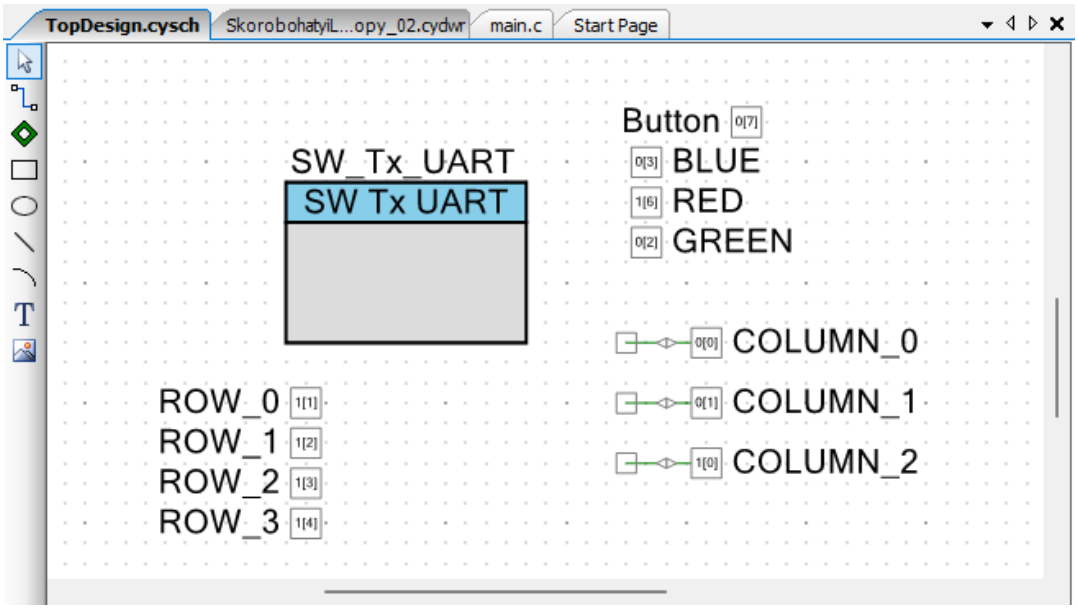

Рисунок 1 - Модифікація проєкту Лабораторної роботи No2
2. З каталогу Cypress додаємо на схему три Двонаправлені піни (Digital Bidirectional Pin), які будемо використовувати в якості стовпців (Column) та чотири піни типу «Вхід» (Digital Input Pin), що будуть відповідати рядкам (Row) нашої матричної клавіатури (рис. 1).